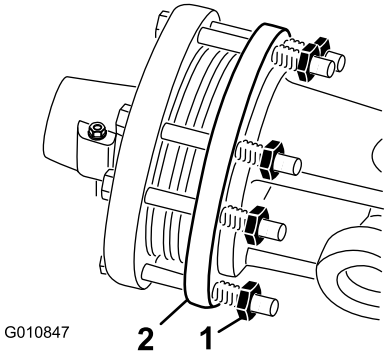

Figur 44
1. I slutet av säsongen ska alla kopplingsmuttrar vridas två varv bakåt (Figur 44).